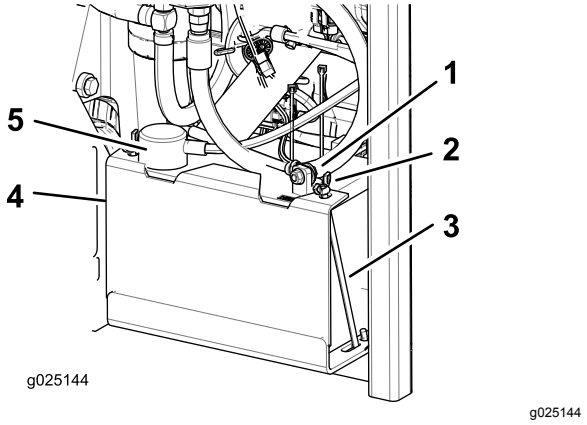

Figura 45
3. Desligue o cabo negativo (preto) da bateria do terminal negativo (–) (preto) da bateria (Figura 45).
4. Deslize a tampa do terminal vermelho para fora do terminal positivo (vermelho) e remova o cabo positivo (+) (vermelho) da bateria (Figura 45).
5. Retire as porcas de orelhas que fixam os ganchos em J (Figura 45)
6. Retire o grampo (Figura 45).
1. Posicione a bateria na base com os pólos terminais no lado oposto do depósito hidráulico (Figura 45).
4. Prenda os cabos com 2 parafusos, 2 anilhas e 2 porcas de bloqueio (Figura 45).
6. Instale o grampo e fixe-o com porcas de orelhas e ganchos em J (Figura 45).